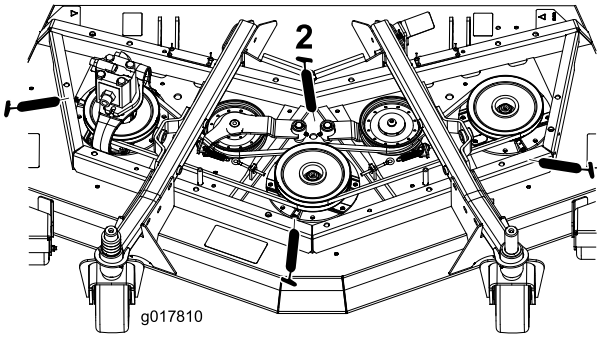

Figur 39
- Lager på spindelaxel (3) (under remskivan) (Figur 39)
- Mellandrevsarmens vridfästebussningar (2) (Figur 39)